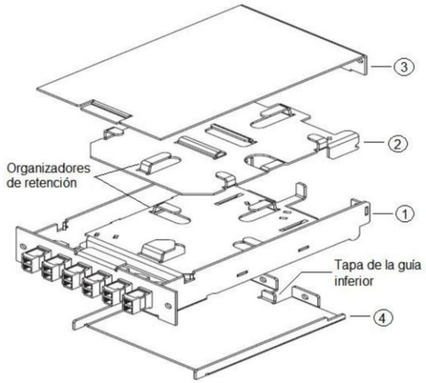

Figura 1
2.0 Identifique los componentes del módulo de empalme Opt-X. (Ver Figura 1)
3.6 Coloque el cable de fibra en grupo/s fuera del organizador de retención lateral de la base (Ver Figura 1).
NOTA: Asegure que la fibra esté guiada de manera que se esté dentro de la guía de la cubierta inferior (Ver Figura 1). Esto asegurará que el módulo limpiará el pin de la bandeja de empalme en el recinto.